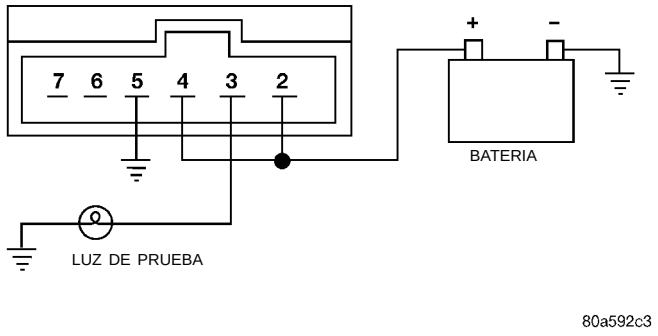

Fig. 6 Prueba del conmutador de faro antiniebla trasero
(1) Retire el conmutador de faro antiniebla. Consulte Desmontaje de desempañador de luneta trasera y/o conmutador de faro antiniebla.
(2) Con dos cables de puente, conecte la espiga 2 y la espiga 4 del conmutador al voltaje de batería.
(3) Use una luz de prueba y conéctela a la espiga 3 como se muestra en la (Fig. 6). Para informarse del circuito del conmutador de faro antiniebla, consulte el Grupo 8W, Diagramas de cableado.
(4) Presione el botón del conmutador de faro antiniebla. La luz de prueba y el indicador LED situado en la parte delantera del conmutador deberán iluminarse.